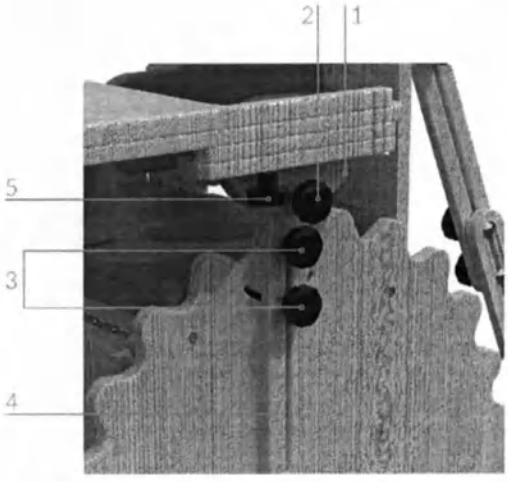

Рис. 3 – Регулировка подлокотника
Подлокотники (рис. 3)
Столик (рис. 3)
1. Демонтируйте подлокотники полностью выкрутив крепёж (3) (см. рис. 3), состоящий из болтов, шайб и барашков.